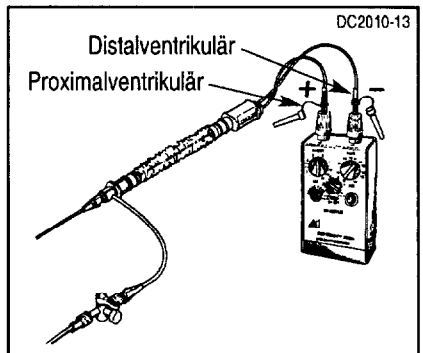

Figur 6. Anslutning av avledningar till den externa pacemakern
7. Koppla den distala och proximala elektroden till respektive den negativa och den positiva terminalen på pacemakern (Figur 6) samt bestäm tröskelvärdet för stimulering. Ett tröskelvärde på 1,0 till 2,0 mA indikerar allmänt sett en korrekt elektrodplacering. Ett begynnelsetröskelvärde som är större än 5 mA indikerar att sondens placering är dålig, kanske i utflödessystemet av RV. Dra ut sonden flera centimeter och ompositionera den i apex av RV. De bästa tröskelvärdena för stimulering erhålls med sonden cirka 5 cm ut från RV-porten. Stabil pacing kan normalt inte erhållas om sonden är ute mindre än 3 cm.